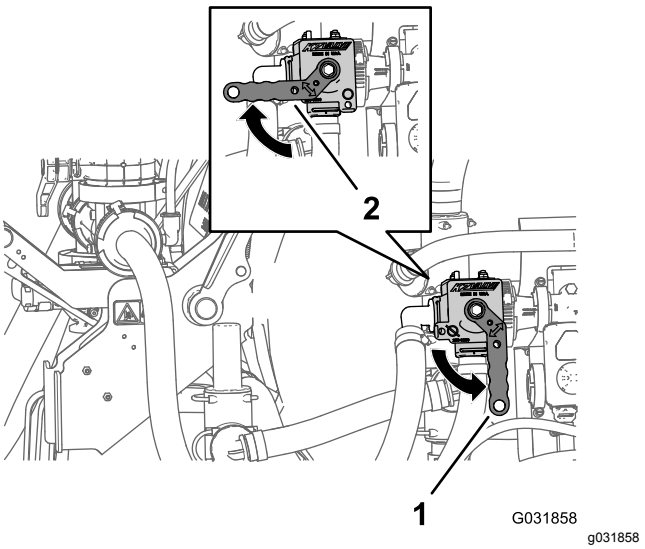

Figur 248
4. Åbn udlederens væskeafbryderventil ved at dreje håndtaget mod uret til positionen OPEN (Åben) (Figur 248).
Bemærk: Den væskebevægelsen til udlederen stoppes ved at dreje håndtaget på væskeafbryderventilen 90 grader med uret til positionen CLOSED (lukket) (Figur 248).